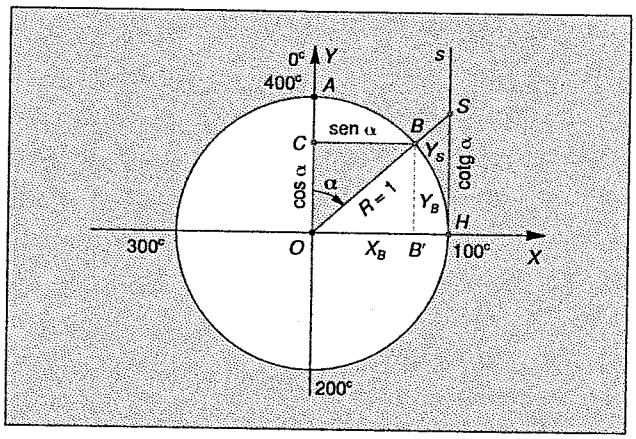

FIGURA 8 Definizione della funzione trigonometrica cotangente.
Analogamente, tracciando la tangente geometrica al cerchio goniometrico nel punto H (▶FIGURA 8), la lunghezza del segmento HS (oppure l'ordinata Y_S di S) coincide con il valore della funzione cotangente dell'angolo α. In definitiva, nell'ambito del cerchio goniometrico, le precedenti definizioni (4) diventano: